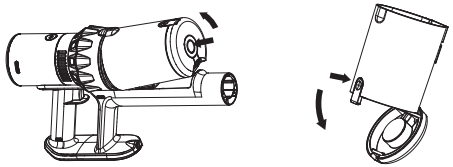

рис. 14
4. Соберите части циклонного фильтра и установите на место в контейнер-пылесборник (рис. 14).